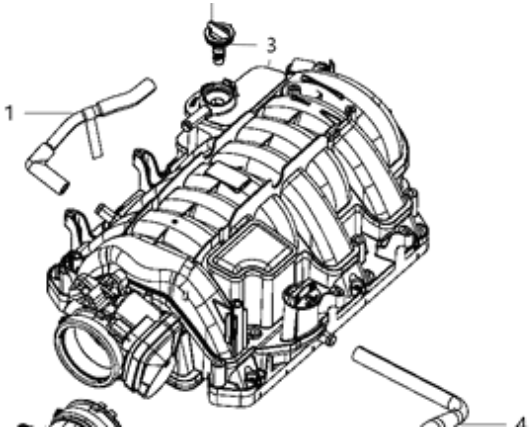

**Figure 3 - Removing the Middle Section Factory PCV Hose (5.7L)**
a. For the 5.7L HEMI, this shown as Item 1 in Figure 3.